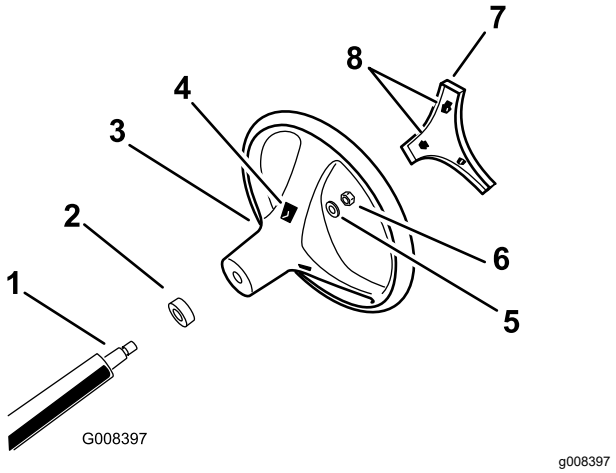

**Figuur 3**
4. Zet het stuurwiel met de borgmoer vast aan de stuuras (Figuur 3). Draai de borgmoer vast met een torsie van 24 tot 29 N·m.
5. Lijn de lipjes in het kapje uit met de gleuven in het stuurwiel, en klik het kapje op de naaf van het stuurwiel (Figuur 3).